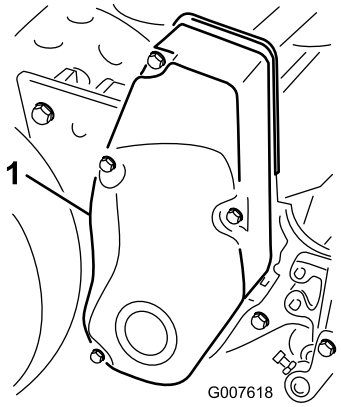

**Figur 34**
1. Afmonter remskærmens monteringsskruer og remskærmen for at frilægge remmen (Figur 34).